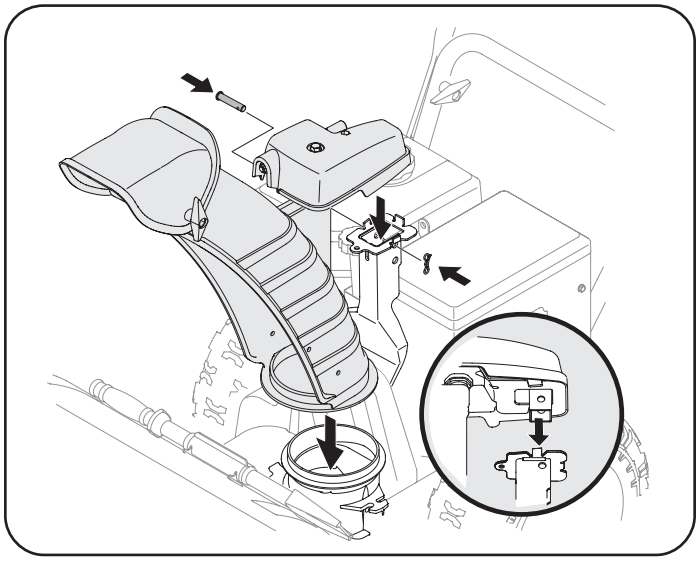

Figura 14
2. Ubique el conjunto del canal sobre la base del mismo y sujete el cabezal de control del canal a la ménsula de soporte del canal mediante el pasador de horquilla y el pasador de chaveta que extrajo en el Paso 1. Consulte Figura 14.